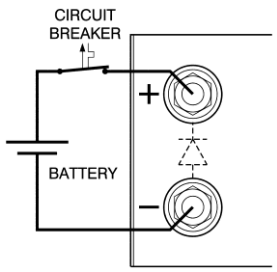

*fig 5 - 8*
Use a CIRCUIT BREAKER in series in order to protect the power supply from **accidental reverse connection** (see fig. 5 - 8). The circuit breaker should have a DC voltage rating twice the battery voltage. Use the very fast type (Z), a type meant for protecting semiconductors (see table 5 - 2).
- The Remote ShutDown can be operated on CON E by a voltage of +4 V...+12 V or by a relay contact between Vref and Remote ShutDown (pin 9 and 5) (see fig. 5 - 9).